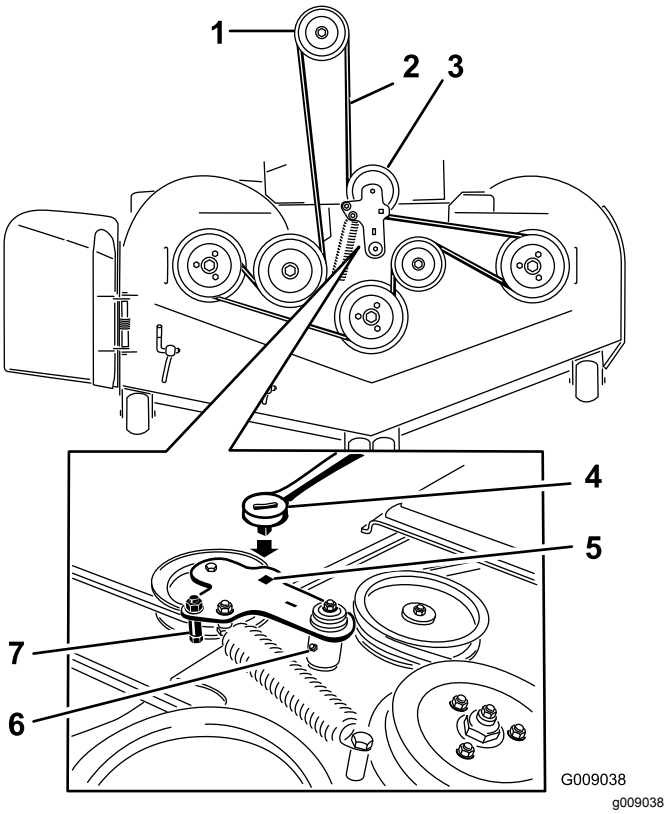

Figuur 95
8. Zet een ratelsleutel in de vierkante opening in de arm van de spanpoelie om de druk op de veer te verminderen (Figuur 95).
10. Bevestig de nieuwe riem rond de poelies van het maaidek en de koppelingspoelie onder de motor (Figuur 95).
11. Draai het lipje van de riemgeleider en zorg ervoor dat het tegen de naaf van het draaipunt komt (Figuur 95).
12. Zet de ratelsleutel in de vierkante opening en leg de riem rond de veerbelaste spanpoelie (Figuur 95). Steek de uiteinden van de veer in de ankergroeven.